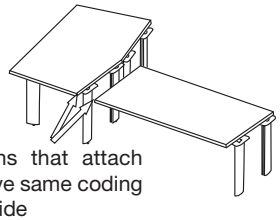

Figure 2
3. Fasten six bases to the top, insert the 3/4" bolts (A) through the plate on the base and into the inserts. Start threading the bolts by hand to prevent cross-threading. Tighten with allen key or power driver.
6. Fasten two bases to the top on the other end from the location found in step 5. See figure 2. Insert the 3/4" bolts (A) through the plate on the base and into the inserts. Start threading the bolts by hand to prevent cross-threading. Tighten with allen key or power driver.